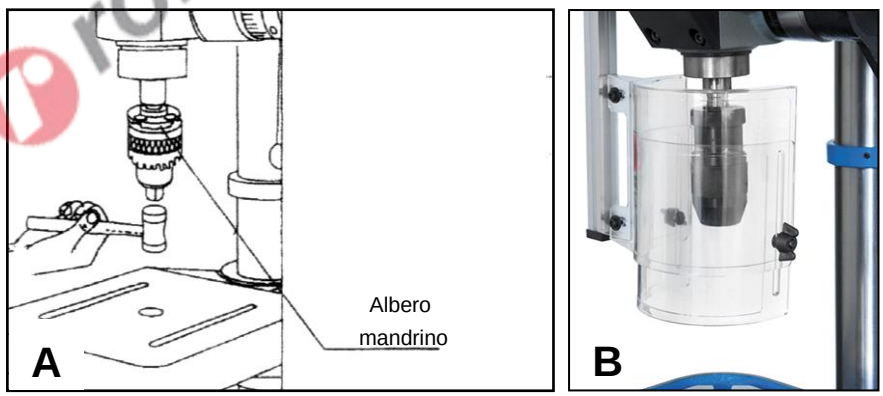

Figura 8 - mandrino (A: battere col martello – B: vista d'insieme).
3. Inserire l'albero del mandrino all'interno del foro del cono mandrino, dopodiché battere la punta del mandrino con un martello di gomma o legno (come mostrato in Figura 8).